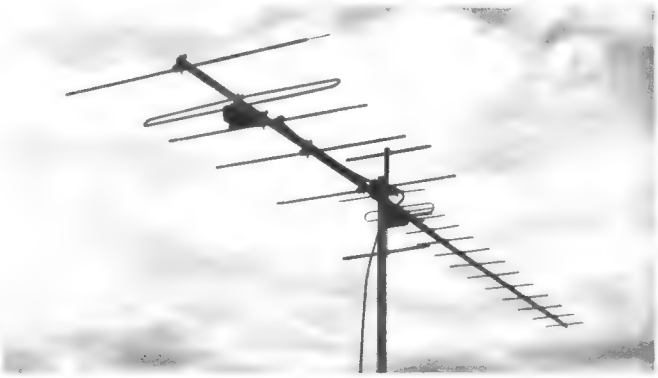

*Bild 1. Kombinationsantenne für drei Programme Fesa 517 (Hirschmann)*
*Hirschmann* erweiterte sein Lieferprogramm um zwei neue Kombinationsantennen für den Empfang aller drei Fernsehprogramme. Die Fensterantenne Fesa 106 Gr/K 2 kann bei günstigen Empfangsbedingungen die Sender vom Grünten/Allgäu in den Kanälen 2, 28 und 46 aufnehmen. Sie hat für den Kanal 2 einen verkürzten Dipol und für die UHF-Kanäle sechs Elemente. – Die Antenne Fesa 517 ist besonders für den Frankfurter Raum geeignet. Sie kann die drei Programme der Feldberg-Sender in den Kanälen 8, 39 und 54 empfangen. Die Kombination besteht aus einer Bereich-III-Antenne mit fünf Elementen und einer 17-Element-Antenne für die Kanäle 31 bis 60, die hintereinander am gleichen Längsträger befestigt sind. Eine eingebaute Weiche verbindet beide Antennen (*Bild 1*).